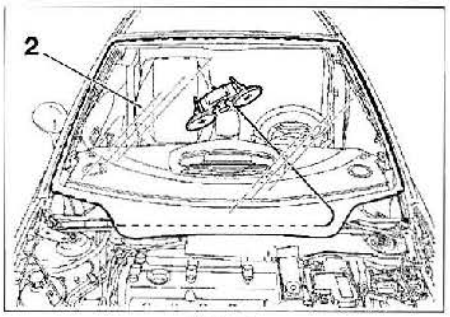

FIG. 81
• Colocar el cordón en la periferia del parabrisas **(fig. 81)**.
• Cortar el cordón de cola y desmontar el parabrisas (2).